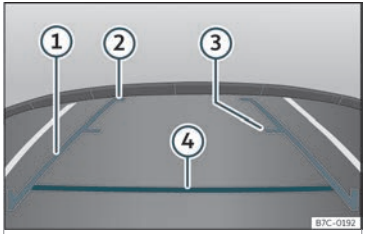

Fig. 249 Visualización na pantalla do sistema Easy Connect:liñas de orientación.
- A carga do vehículo modifica a representación das liñas de orientación ››› fig. 249. O ancho que representan estas, diminúe co nivel de carga. Preste atención ao contorno cando están cargados o interior ou o maleteiro.
››› fig. 249